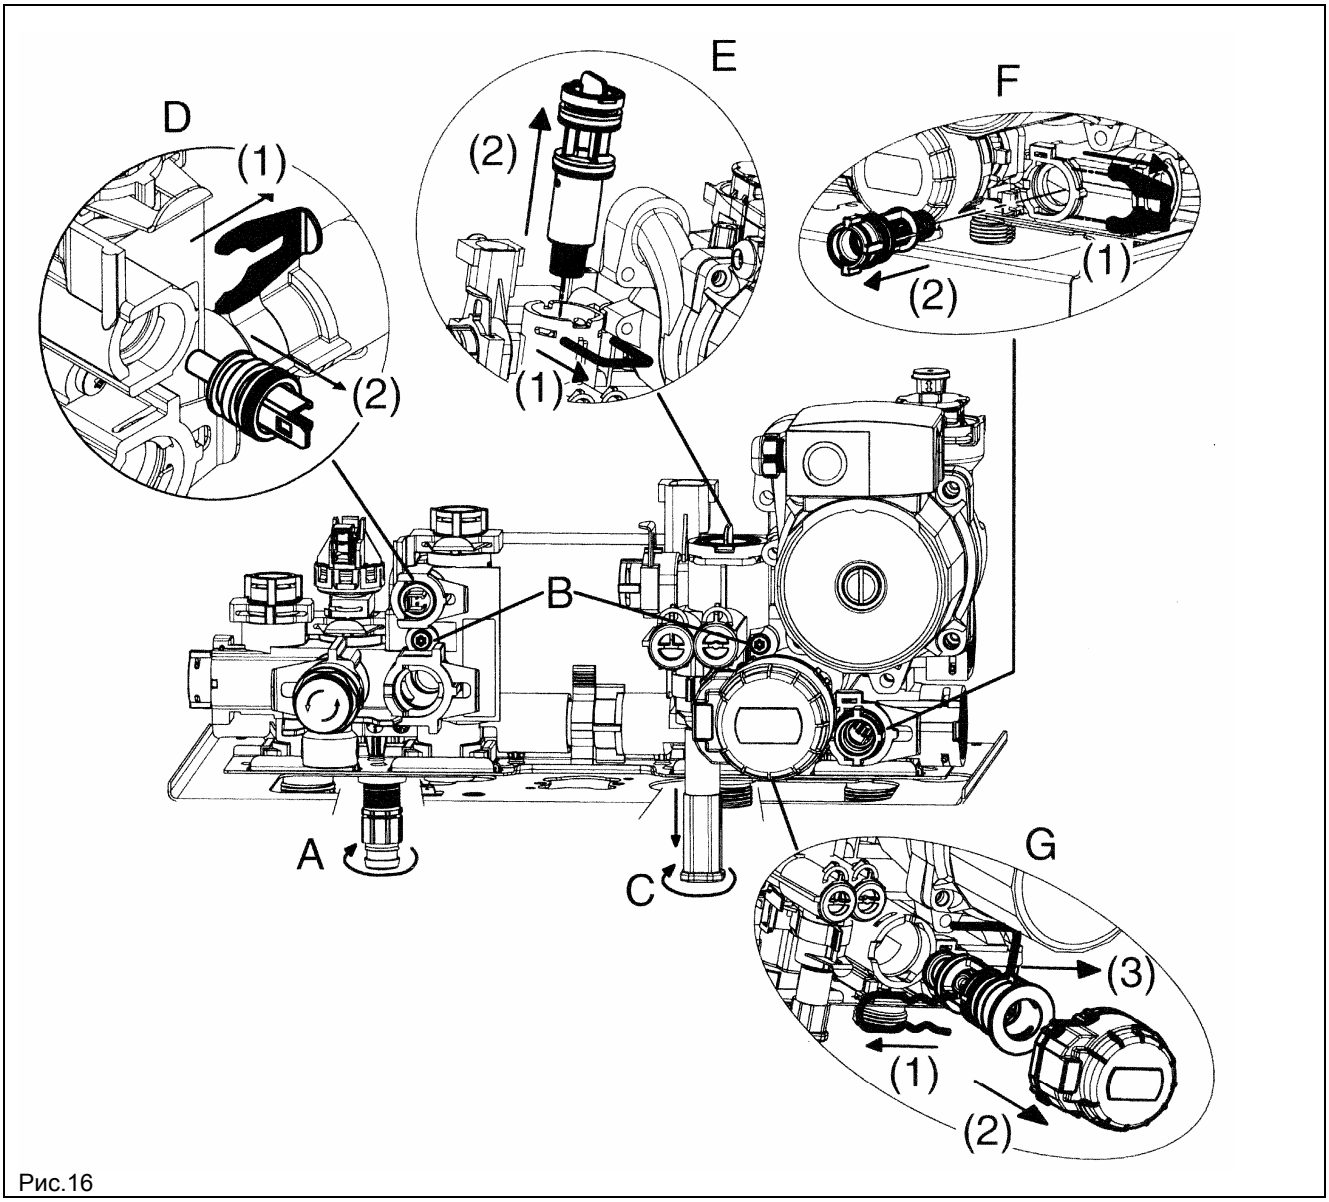

Рис.16
Фильтр на входе холодной воды системы ГВС и фильтр на обратке системы отопления располагаются внутри специальных съемных картриджей. Картридж с фильтром системы отопления располагается на возврате из системы (рис.16 F), картридж с фильтром системы ГВС располагается на входе холодной воды (рис. 16E). Для очистки фильтров действовать следующим образом:
- слить воду из системы отопления, открыв кран A (рис.16);
- для того, чтобы вынуть картридж с фильтром системы отопления, необходимо вначале снять мотор трехходового клапана (1-2G – рис.16);
- Снять зажим 1E (рис.16);
- Снять фильтр (2E рис.16).
При отсутствии специального крана необходимо демонтировать вторичный теплообменник, как описано в следующем параграфе, и очистить его отдельно. Рекомендуем очистить от известкового налета также датчик NTC системы ГВС и место его расположения (рис.16 D).